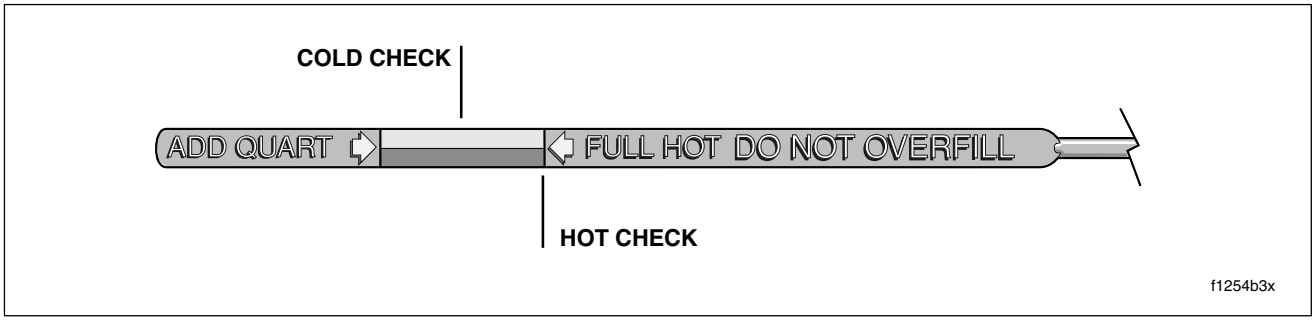

Figure 1-2. Engine Oil Dipstick
b. Remove the dipstick and note the level of the oil. Oil level should register between the two arrows on the dipstick. See Figure 1-2. If oil level is at or below the lower arrow, add only enough oil to bring the level between the two arrows on the dipstick.
d. Remove the dipstick and note the level of the oil. Add only enough oil to bring the level to the FULL mark on the dipstick. See Figure 1-2. Do not overfill.